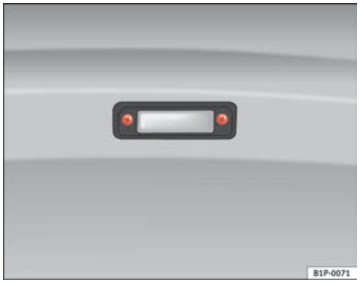

Fig. 226 Number plate light
– To remove the light cover, unscrew the bolts ⇒ fig. 226.